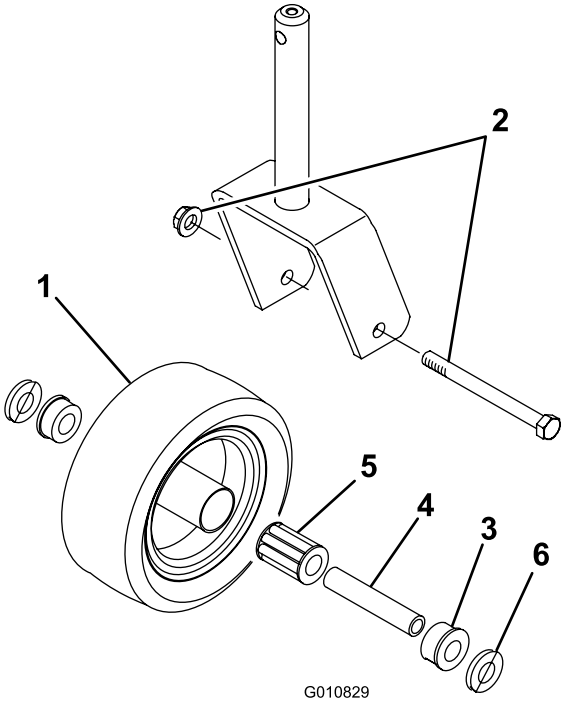

Figur 22
1. Ta bort låsmuttern från huvudskruven som håller svänghjulsenheten i hjulgaffeln (Figur 22).
3. Skjut ut rörbussningen ur hjulnavet (Figur 22).
9. Skjut in den andra bussningen i den öppna ändan på hjulnavet så att lagret sitter fast inuti hjulnavet (Figur 22).